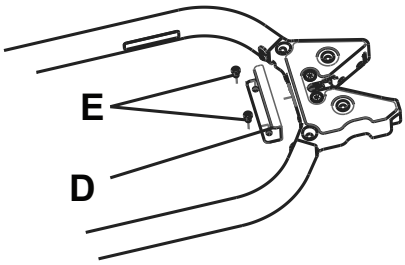

Abbildung 16 – Fangplatte
1. Mithilfe eines M6-Inbusschlüssels die mitgelieferte Fangplatte (610000010015) (D) und zwei M6-Inbusschrauben (E) (nicht im Lieferumfang enthalten) direkt hinter der Arretierung des Tragenbefestigungssystems installieren (Abbildung 16).